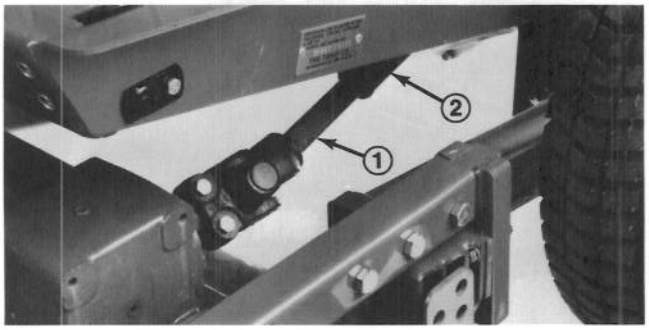

Figure 2
3. Lower cutting unit, remove pins (4) from height–of–cut brackets (Flg. 1).
5. Stop engine and slide cutting unit away from traction unit and frame separating male and female section of PTO shaft (Fig. 2).